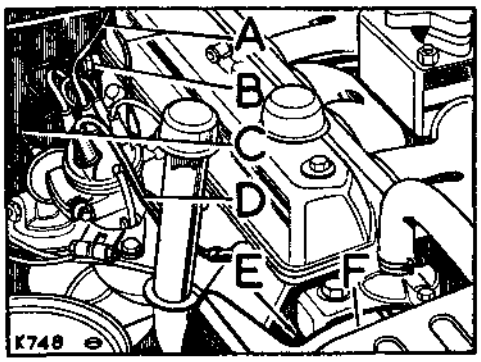

**Fig. A1-75. View of engine compartment, RH side**
11. Fit the fan cowl shroud and connect coolant hoses at thermostat housing. See Fig. A1-75.